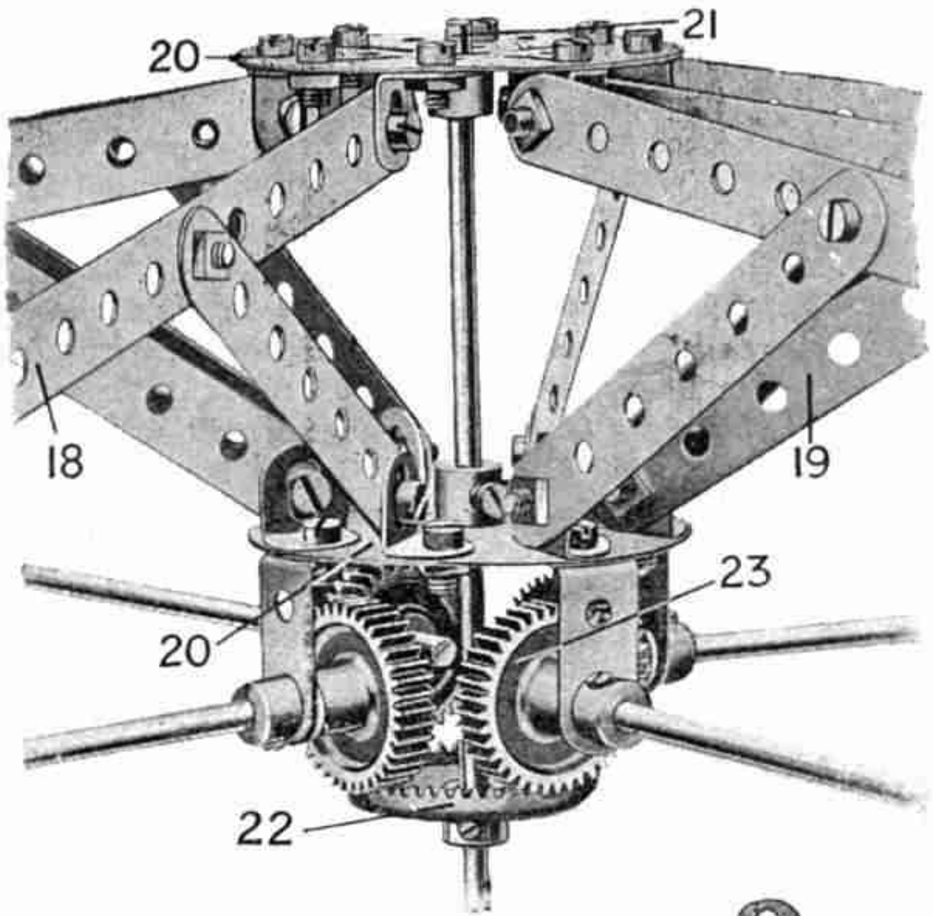

Fig. 6. — Mécanisme supérieur de commande
Les bosses des Plateaux Centraux (20) constituent des supports pour une Tringle de 29 cm. (21) à laquelle est fixée une Roue de Champ (22) (Fig. 6) qui engrène avec les dents de quatre Roues Dentées de 25 mm. (23) sur les Tringles (24). On prolonge la Tringle 21 par un Accouplement 25 et une courte Tringle 12, qui est fixée dans la bosse du chemin de roulement inférieur du Roulement à Rouleaux, de façon que la Roue de Champ 22 reste fixe, et que la structure pivotante fasse voyager les Roues Dentées 23, autour de la Roue de Champ 22; ces Roues en tournant autour de leurs axes, actionnent les chevaux galopants et les voitures tournantes.